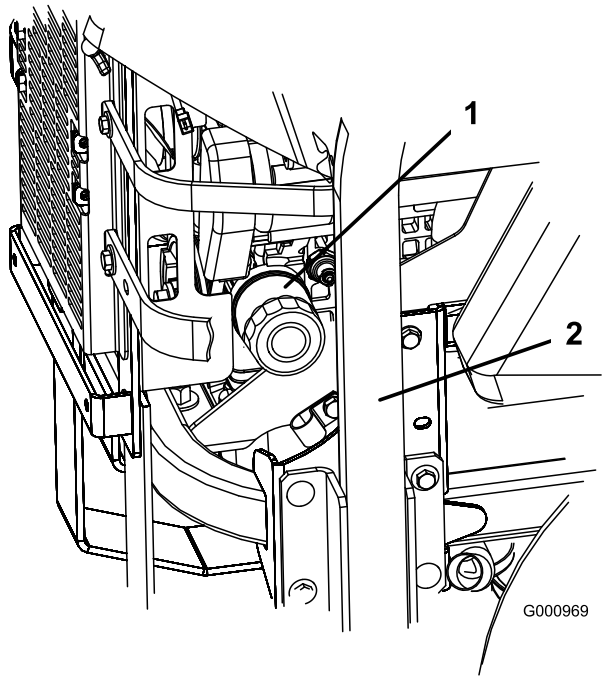
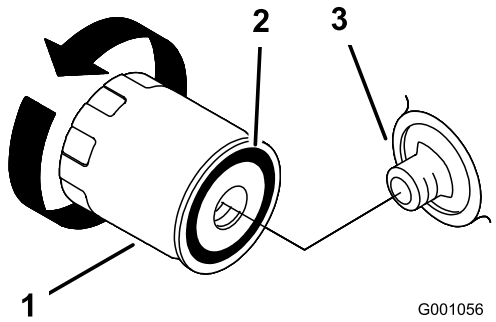

**Figur 52**
**Figur 53**
2. Vrid filtret motsols för att ta bort det (Figur 52 och Figur 53).